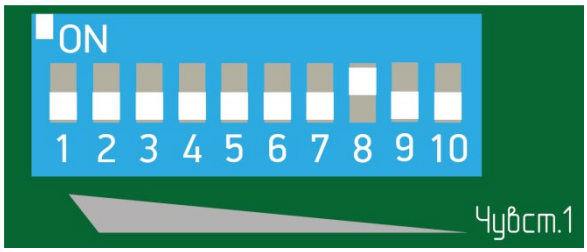

Рисунок 7.25
– установить флажок 8 переключателя регулировки чувствительности (рисунок 7.25) в положение «ON» (верхнее положение), все остальные флажки в нижнее положение;